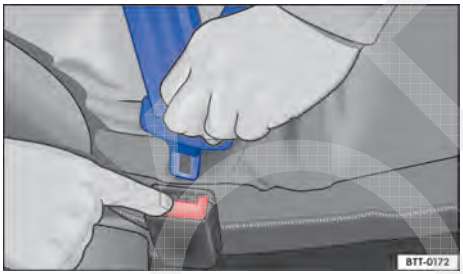

Fig. 49 Soltar a lingueta do cinto de segurança do fecho do cinto de segurança.
– Pressionar o botão vermelho no fecho do cinto de segurança → Fig. 49. A lingueta do cinto de segurança salta para fora.